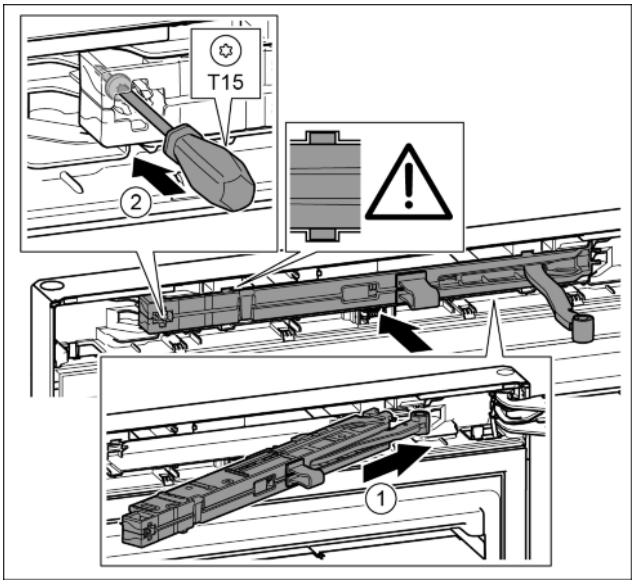

Fig. 24
- ▶ Introduire à fond l'amortisseur de fermeture du côté du support de palier dans la rainure en l'inclinant. *Fig. 24 (1)*
- ▶ Serrer la vis avec un tournevis T15. *Fig. 24 (2)*